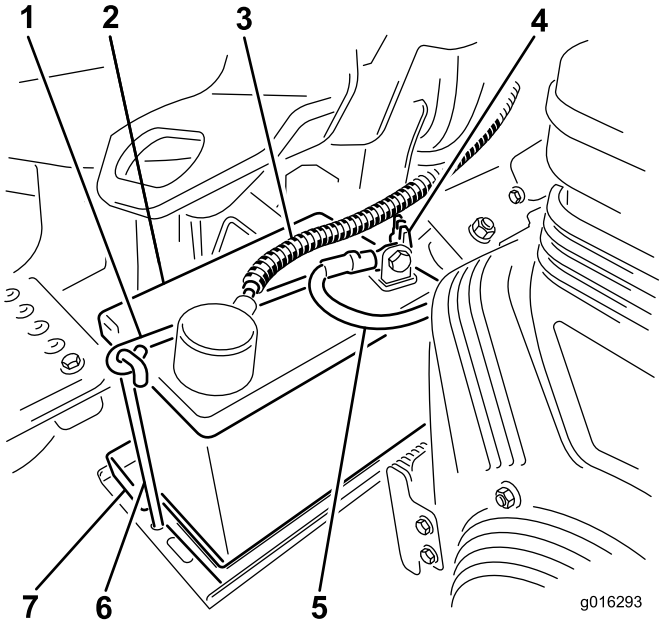

**Figur 8**
7. Sätt in batteriet i batterilådan och fäst det med den batteriklämma och de fästelement som du tog bort tidigare (Figur 8).
8. Anslut den röda pluskabeln till plusanslutningen (+) och den svarta minuskabeln till minusanslutningen (–) på batteriet, och fäst kablarna med bultar och muttrar (Figur 8). Förhindra eventuell kortslutning genom att trä gummiskon över plusanslutningen.